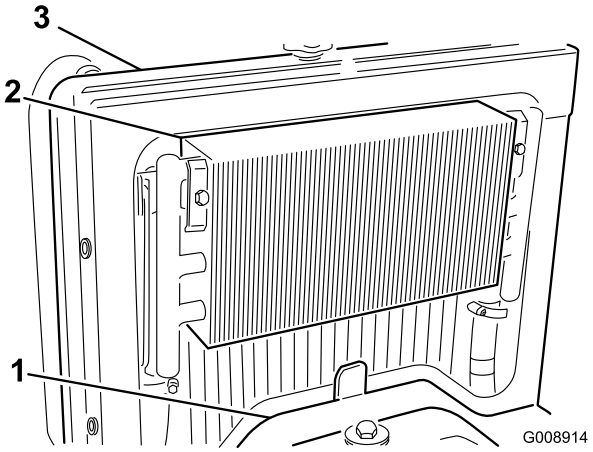

Figur 52
2. Fjern adgangspanelet (Figur 52).